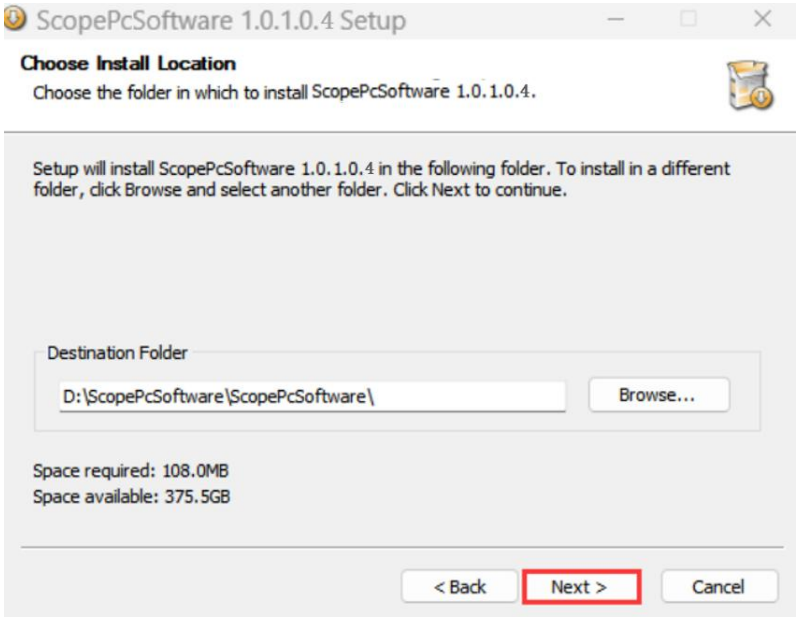

Figure 1-3
(1) If you do not need to change the location of the software installation, click “**Next**”, as shown in Figure 1-3.